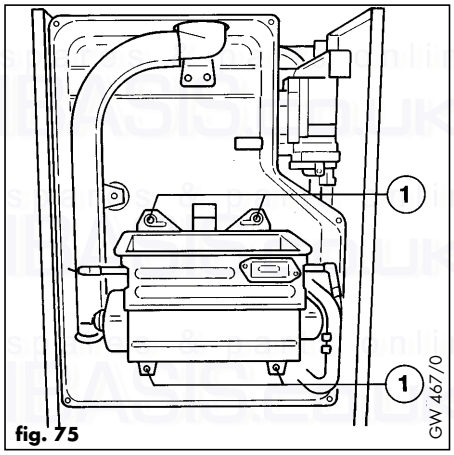

fig. 75
- Undo the 4 nuts (1, fig. 75).